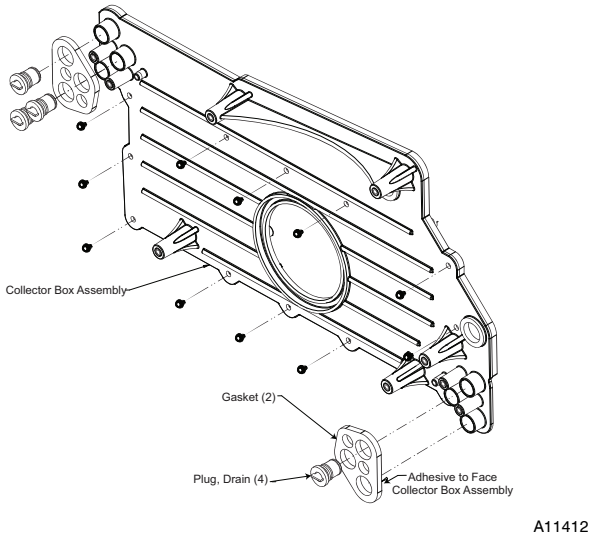

Fig. 4 - Collector Box Removal / Installation
1. Remove the screws that secure the collector box to the heat exchanger cell panel and set aside. See Fig 4.